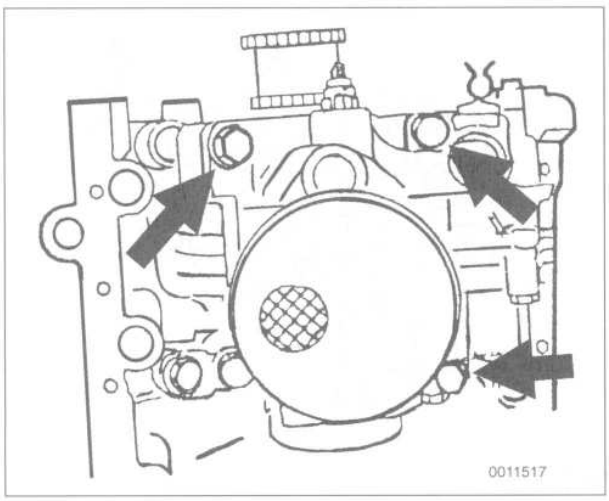

Fig. 9. Oil pump mounting bolt and nuts (**arrows**) on M60 engine. Oil pump drive sprocket shown removed.
14. Remove center nut at oil pump sprocket and remove sprocket from pump. Remove oil pump mounting bolt and nuts and remove oil pump. See Fig. 9.